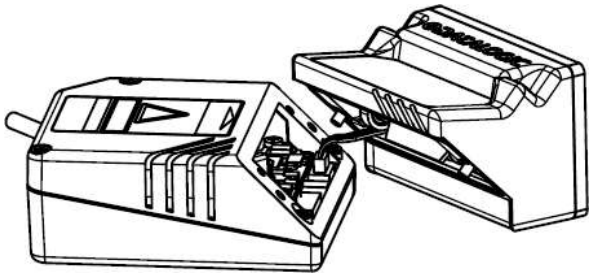

Figure 33 – OM2000N Electrical Connection
The OM2000N is directly powered from the scanner through a connector which is accessible after removing the scanning window (see Figure 33). It therefore operates exclusively at low power, between 10 and 30 VDC.
3) Bring the OM2000N close to the scanner and insert the cable into the power connector of the scanner (see Figure 33).